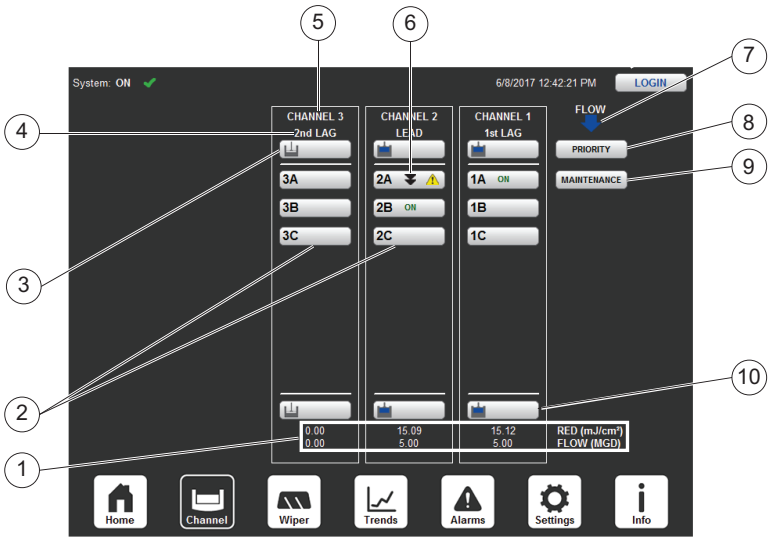

Figure 29 UV Channel Overview Screen
1. Press PRIORITY (Figure 29, Item 8).
Inlet gates may be automatically controlled via the SCC or Plant SCADA. If the gates are automatically controlled, a gate icon will be displayed on the UV Channel Overview Screen (Figure 29, Item 4).
Outlet gates may be automatically controlled via the SCC or Plant SCADA. If the gates are automatically controlled, a gate icon will be displayed on the UV Channel Overview Screen (Figure 29, Item 10).
1. Press the Outlet Gate button (Figure 29, Item 10).
1. Select the “MAINTENANCE” button on the UV Channel Overview Screen (Figure 29, Item 9).